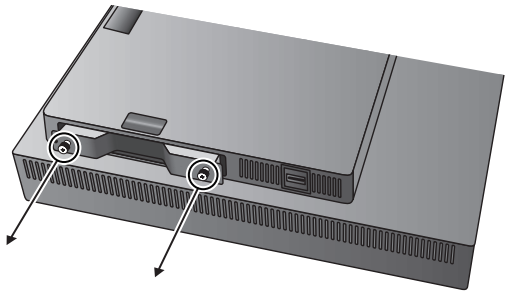

Figure G.3
4. Retirez les vis à oreilles pour permettre le déplacement de l’interface DisplayPort (**Figure G.3**).